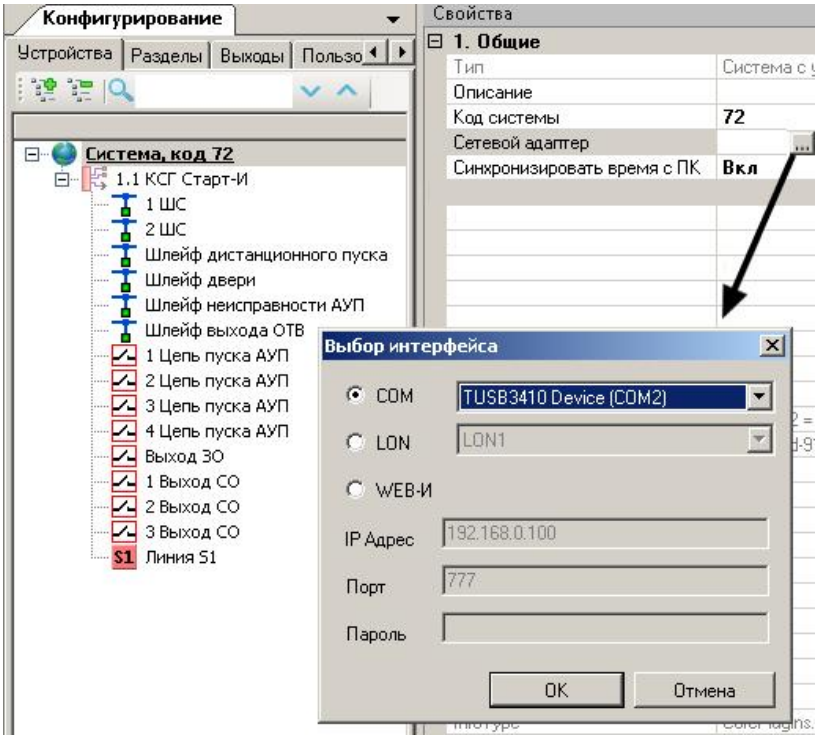

Рис. 38
2. Подключить Старт-И к блоку преобразования интерфейсов БПИ RS-И (не входит в комплект поставки) по линии S2. На вкладке "Устройства" выбрать "Система" и в окне "Свойства" выбрать порт, по которому подключен БПИ RS-И к ПК (рис. 38).